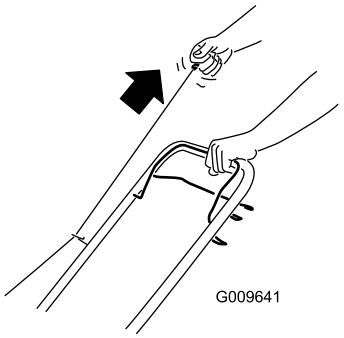

Figuur 11
2. Trek aan de handgreep van het startkoord (Figuur 11).